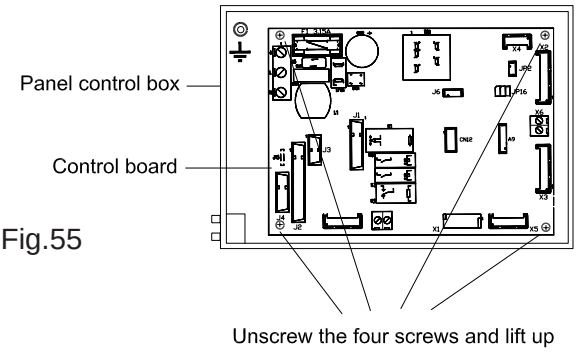

Fig.55
8.25 TO REMOVE/REPLACE CONTROL BOARD (Fig.55).
Replace in reverse order (fig. 55).